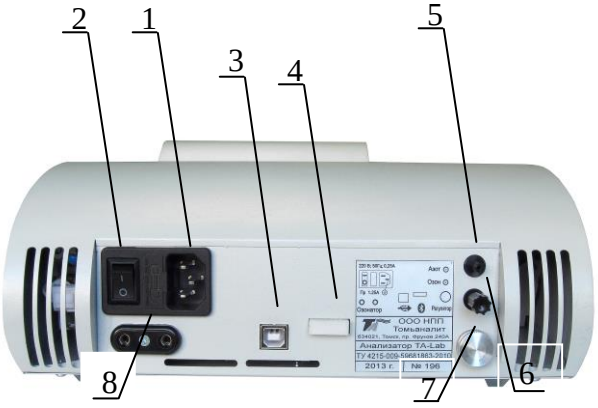

Рисунок 2 - Анализатор TA-Lab (вид сзади)
На задней панели анализатора (рисунок 2) расположены разъем 1 для подключения сетевого шнура питания, сетевой выключатель 2, разъем 3 для подключения компьютера через USB-порт, модуль Bluetooth 4, штуцер подачи азота 5, штуцер подачи озона 6 с защитным колпачком, ручка регулятора подачи газа 7, разъем 8 для подключения питания озонатора. Пломба от несанкционированного доступа расположена на стыке задней панели и днища анализатора.
2.2.1.1 Сетевой выключатель 1 расположен на задней панели анализатора (рисунок 2). При включении анализатора загорается подсветка ячеек и поднимается кронштейн для установки электродов.
2.2.1.3 Подача газа в ячейки регулируется при помощи регулятора подачи газа 4, расположенного на задней панели анализатора (рисунок 2).
2.2.2.1 При первом включении анализатора сетевой шнур питания подключить к анализатору путем ввода сетевой кабельной розетки сетевого шнура питания в приборную вилку 2 (рисунок 2).
2.2.2.4 Для подключения компьютера кабель соединительный подключить к анализатору через разъем 3 (рисунок 2) и к ПК через USB-порт.
2.3.7 При использовании методик, требующих применения озона, необходимо снять колпачок со штуцера «Озон» 5 (рисунок 2), расположенного на задней панели анализатора, и надеть на него трубку озонатора. Сетевую вилку озонатора воткнуть в разъём для подключения питания озонатора 7 (рисунок 2), расположенный на задней панели анализатора.
2.3.8 При использовании методик, требующих применения инертного газа, необходимо подключить к штуцеру «Газ» 6 (рисунок 2), расположенному на задней панели анализатора, источник инертного газа с избыточным давлением (10...20) кПа. С помощью регулятора 4 (рисунок 2) в начале процесса измерений необходимо установить расход газа, не допускающий выплёскивание раствора из ячеек.